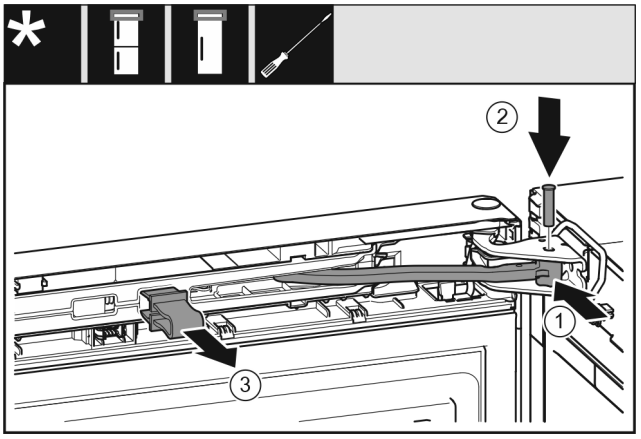

Fig. 72
▶ Gelenk *Fig. 72 (1)* in Lagerbock drehen.
▶ Bolzen *Fig. 72 (2)* in Lagerbock und Gelenk einsetzen. Dabei darauf achten, dass der Rastnocken korrekt in der Nut sitzt.
▶ Sicherung *Fig. 72 (3)* abnehmen.